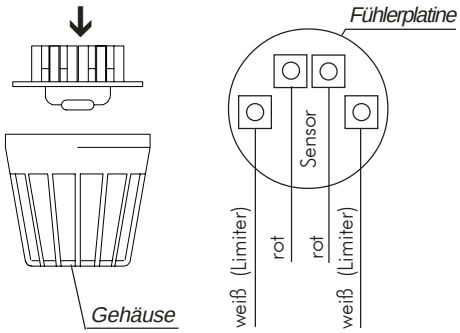

Abb. 11
4. Die Leitungen für den Begrenzer (weiß) und den Temperaturfühler (rot) gemäß Abb. 11 an der Fühlerplatine anklemmen: Die Fühlerplatine anschließend in das Gehäuse einrasten.